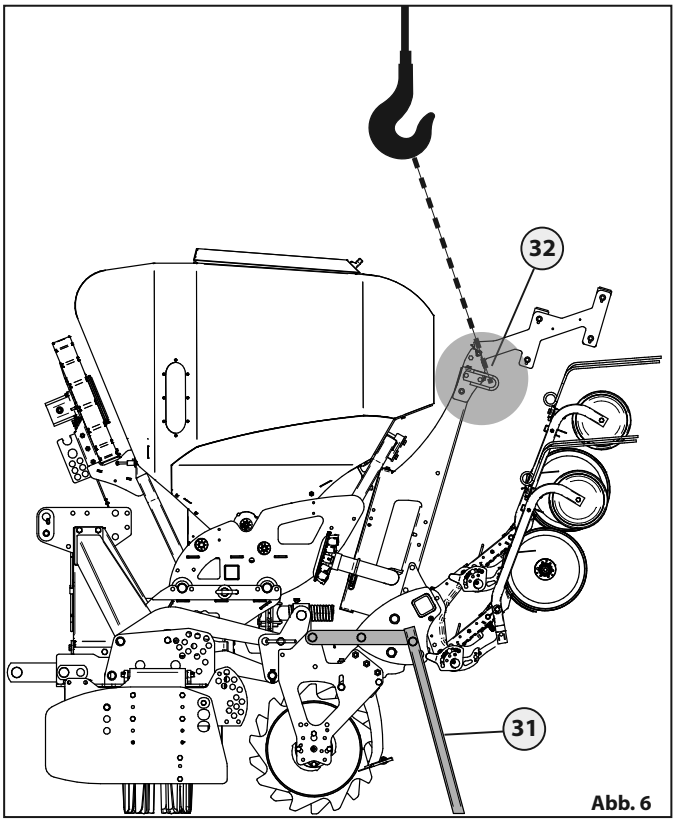

Abb. 6
- Die Sämaschine mit den Aufhängungen **32** „Abb. 6“ an ein Hebezeug oder einen Kran hängen.